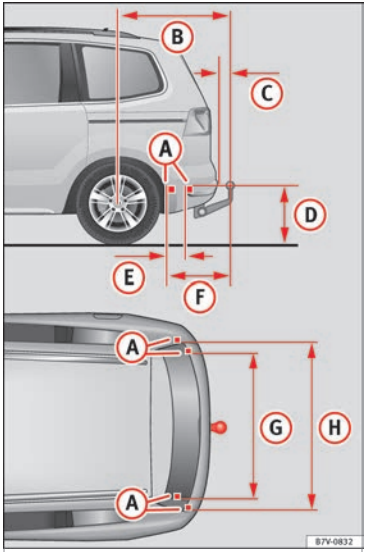

Fig. 155 Measurements and attachments to retrofit a tow hitch
In any case, the separation distances must be observed when fitting a tow hitch. The distance between the centre of the tow hitch ball and the road surface ››› **Fig. 155** (D) must never be lower than that indicated. This also applies when the vehicle is fully laden, including maximum drawbar load.
Separation distances ››› Fig. 155: